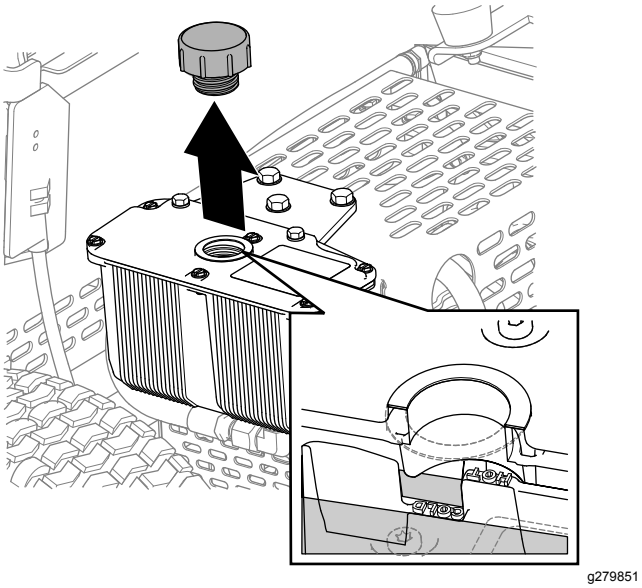

Figur 35
3. Avlägsna locket och kontrollera hydraulvätskenivån i tanken (Figur 35).